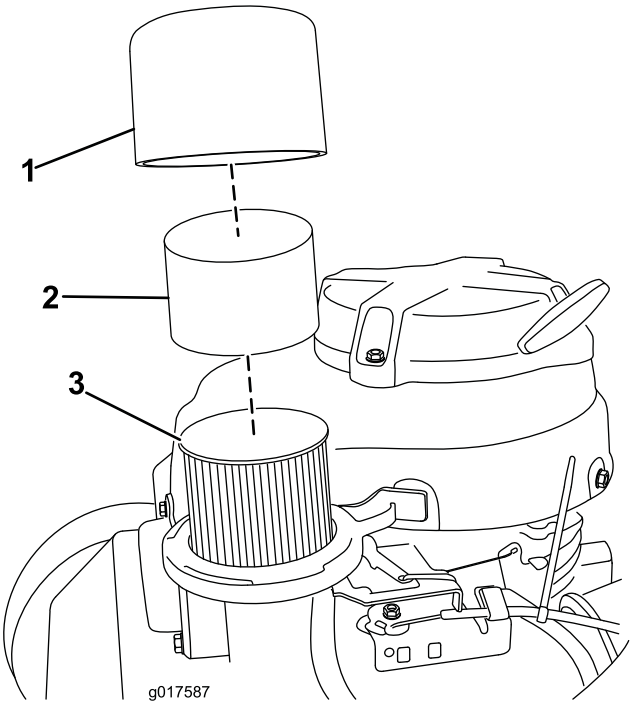

Figure 20
3. Déposez le couvercle et nettoyez-le soigneusement (Figure 20).
4. Retirez le préfiltre en mousse et lavez-le à l'eau additionnée de détergent doux; séchez-le ensuite en le pressant légèrement dans un chiffon (Figure 20).
5. Enlevez et examinez l'élément filtrant en papier (Figure 20) et mettez-le au rebut s'il est excessivement encrassé.